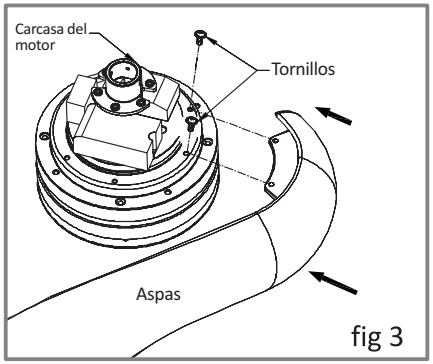

fig 3
1) De acuerdo con las indicaciones, inserte las aspas entre la placa fija superior y la placa fija inferior , utilizando los tornillos de la aspa y la fijación de las aspas sobre la placa fija superior a través del hueco habilitado (fig 3)